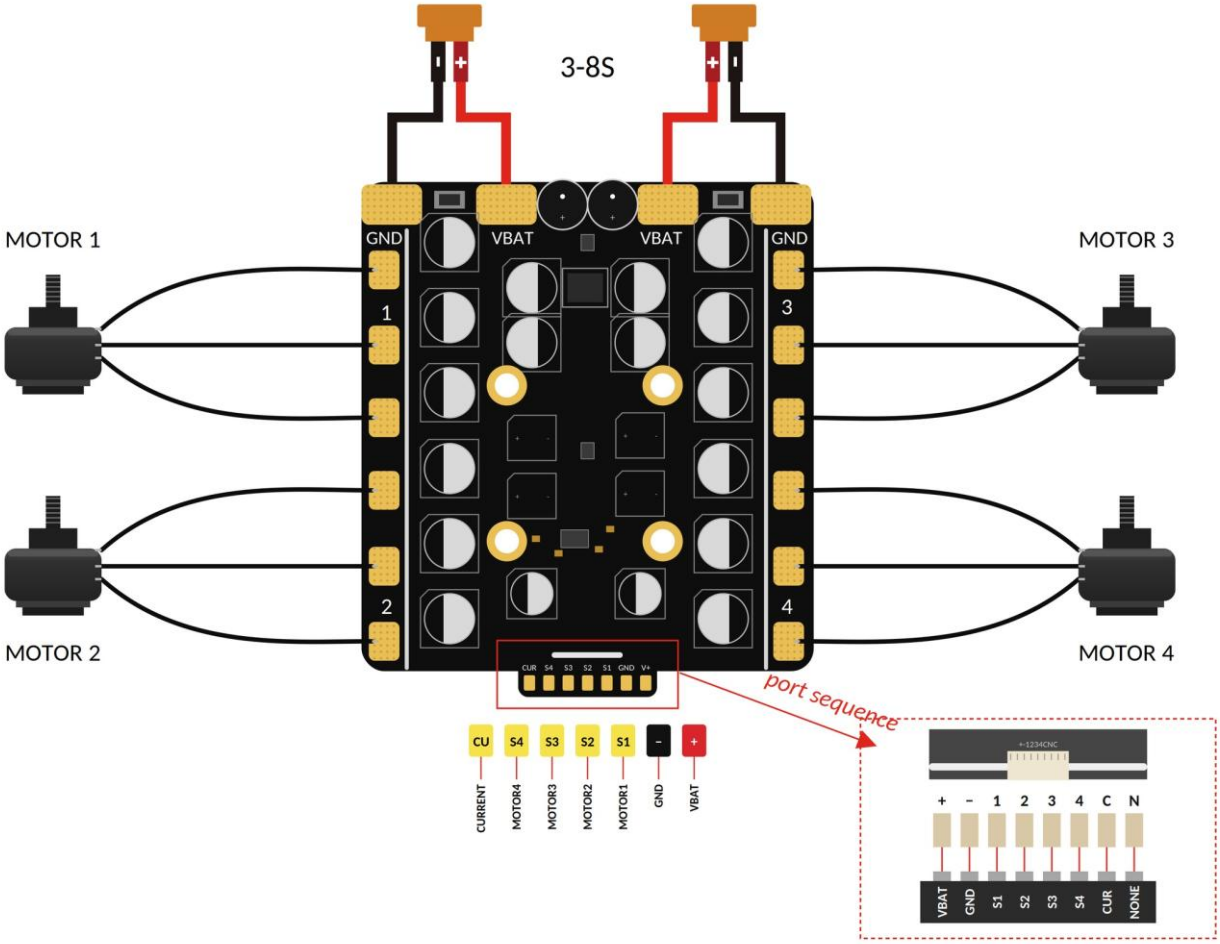

Fig.2. Wiring diagram
- Battery inputs: The board has two VBAT and two GND pads (left and right pairs), as shown in Fig. 2. Supported input voltage: 3-8S.